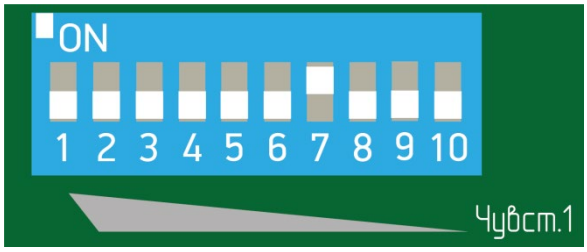

Рисунок 7.21
– при отсутствии тревожного извещения увеличить чувствительность, установив флажок 7 переключателя регулировки чувствительности в положение «ON» (верхнее положение), все остальные флажки в нижнее положение (рисунок 7.21) и повторить попытки несанкционированного проникновения через заграждение по выше указанной методике.